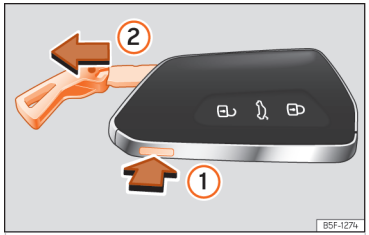

**Fig. 69** Vehicle key: remove the key shaft.
- Press the ››› Fig. 69 (1) button to release the ring from the key fob and remove the key blade (2). Pressing lightly on the ring leaves it fixed as a key fob.
- Press the ››› Fig. 69 (1) button to unlock. Press and hold button (1) and at the same time pull on the ring in the direction of arrow ››› Fig. 69 (2) to completely remove the key shaft.